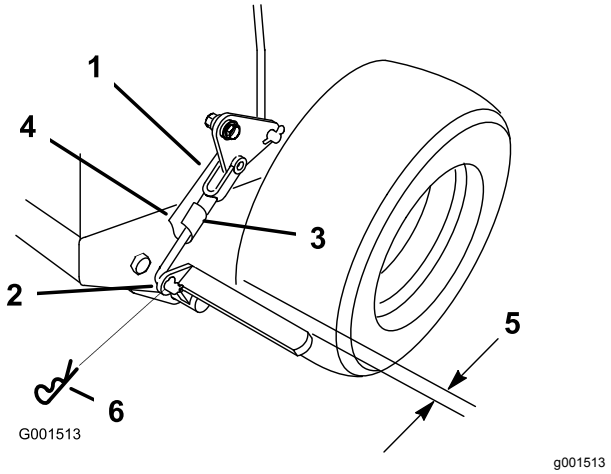

**Figur 44**
3. Avlägsna fjäderns hårnålssprint från den nedre bromslänken (Figur 44).
4. Vrid det nedre bromslänkoket medurs in i oket för att dra åt parkeringsbromsen eller moturs ut ur oket för att lossa parkeringsbromsen (Figur 44).
**Obs:** När parkeringsbromsen är frikopplad är spelet mellan däcket och den platta stången ca 6 mm (Figur 44).
5. Fäst den nedre länken i den nedre bromsspaken med hjälp av hårnålssprinten och sprintbulten (Figur 44).